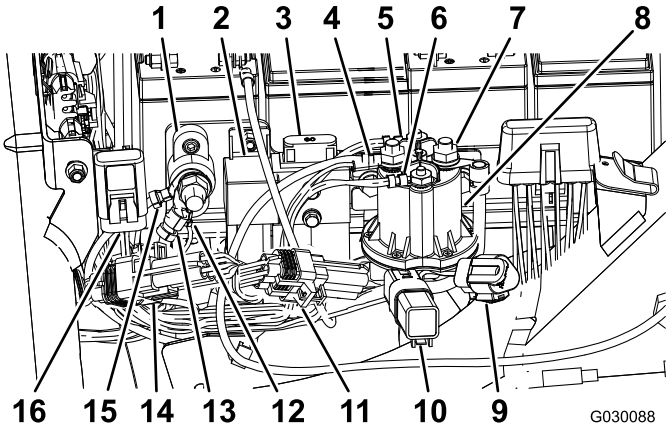

Рисунок 9
11. Снимите и удалите в отходы заглушку предохранителя (10 А, 58 В), как показано на Рисунок 9.
12. Вставьте клемму с предохранителем (10 А 58 В) в крышку, установленную на раме машины (Рисунок 9).
13. Подсоедините разъем реле разрешения включения электронного управления барабанами (P07), как показано на Рисунок 9.
14. Подсоедините прямоугольный разъем (J07) провода напряжения нагрузки на жгуте проводки к задней клемме контактора (48 В пост. тока) и зафиксируйте соединение (Рисунок 9).
16. Подсоедините два разъема главной обмотки контактора к контактору (48 В пост. тока), как показано на Рисунок 9.
17. Подсоедините провод, обозначенный Battery Side (Напряжение аккумуляторной батареи), и провод выключателя аккумуляторной батареи к передней клемме контактора (48 В пост. тока), как показано на Рисунок 9.
19. Подсоедините модуль идентификации (P08), как показано на Рисунок 9.
20. Подсоедините модуль интерфейса CAN (P10), как показано на Рисунок 9.
24. Подсоедините заземляющие клеммные зажимы (J06 и J08) к заземляющему блоку (Рисунок 9).